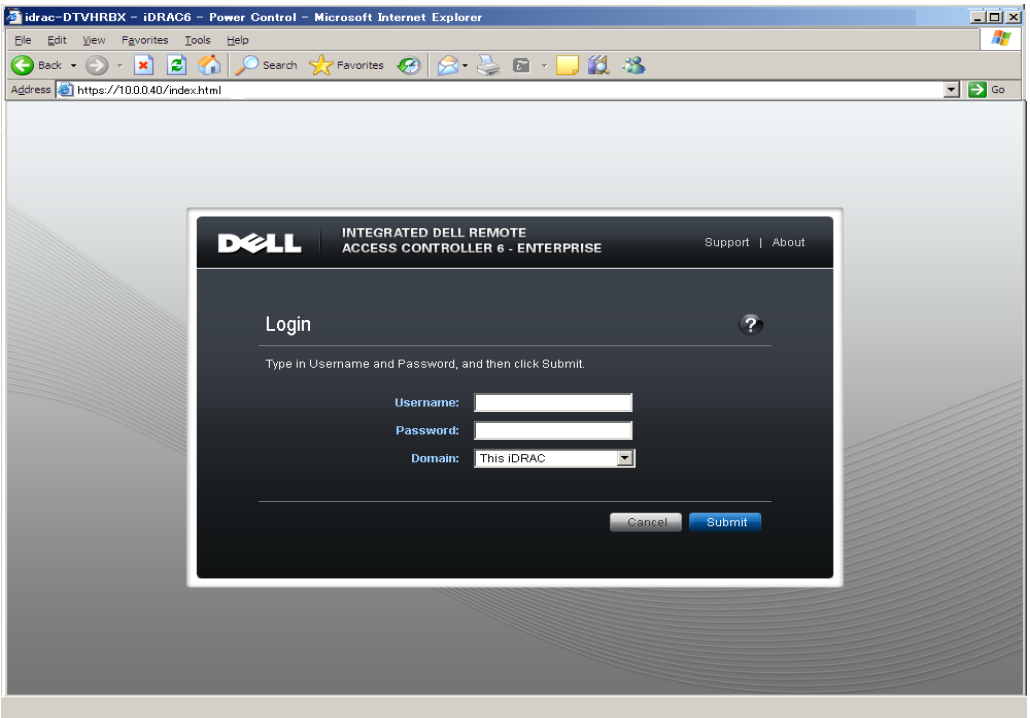

Figure B.2.5-10 BMC Login window 1
(14) Check that the BMC Login window 1 is displayed as shown in Figure B.2.5-10.